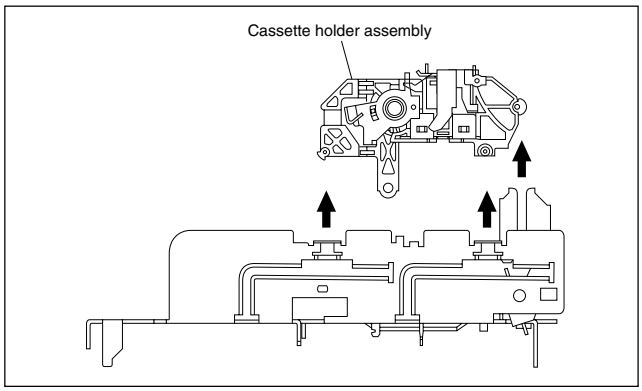
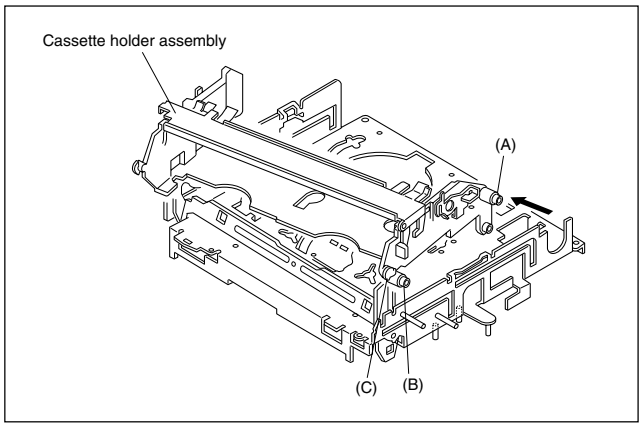

Fig. 2-2-3d
Fig. 2-2-3e
(5) While holding the left side of the cassette holder, lift the cassette holder assembly so that the three legs on the left side are all released. Then pull the legs (A) and (B) on the right side out of the rail and also pull up the leg(C). (See Fig.2-2-3d and Fig.2-2-3e.)
(6) Draw out the drive gear, and remove the drive arm.